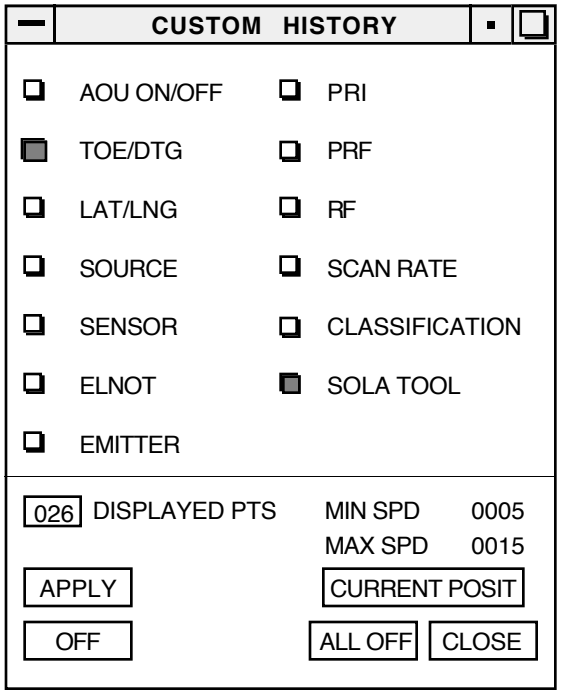

Figure 11.25-7 Custom History Window
- If one track was selected, the CUSTOM HISTORY window opens (Figure11.25-7).